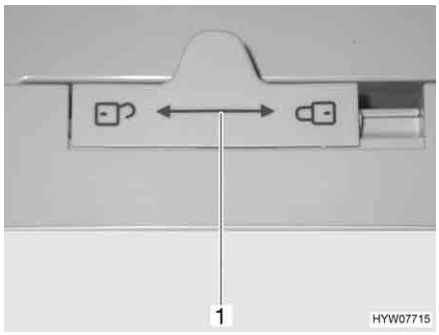

Fig. 144 Locking of the refrigerator door (Dometic 7 series)
- Push the lock (Fig. 144,1) to the left "🔓".
- Push the lock (Fig. 144,1) completely to the right "🔒".